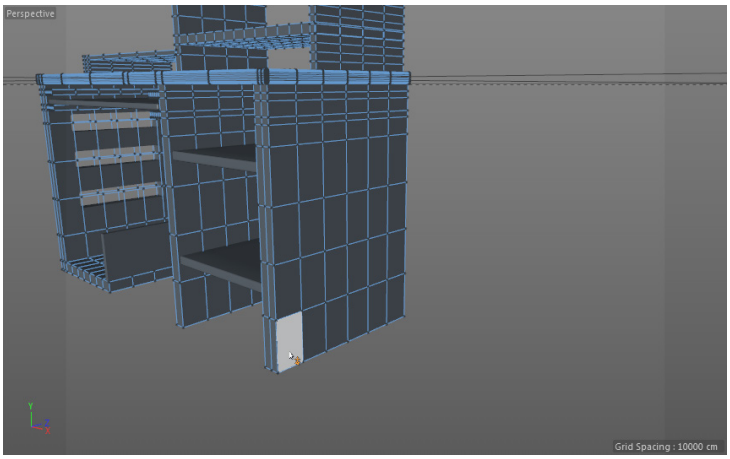

Figure 3-117 *The highlighted polygon*
2. Choose the **Polygon Pen** tool from the Modeling Tool Palette and then hover the cursor on the polygon of the *Computer table*, as shown in Figure 3-117; the highlighted polygon is displayed in the Perspective viewport.